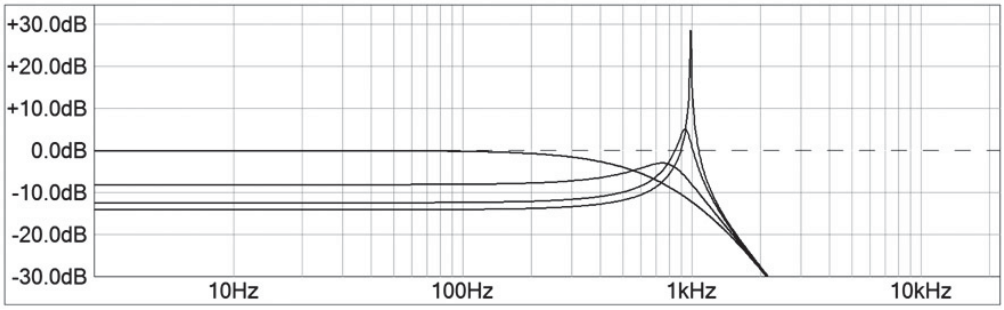

Figure 7.25: The Moog ladder filter at a variety of Q settings.
The analog filtering term “ladder filter” generally refers to a structure of passive components —resistors and/or inductors and/or capacitors—connected together with series (forward) and shunt (to ground) paths, forming a circuit that typically resembles a ladder. Robert Moog invented a filter that became known as a ladder filter; however, it appears to have gotten the name from a ladder shaped arrangement of transistors and capacitors. From this point on, referring to a ladder filter means the Moog version (as well as the diode ladder filter which follows). This filter might be the most celebrated, copied and tweaked of any designer’s filters. Several Integrated Circuit (IC) companies made variations on this circuit including the Curtis CEM3328, CEM3372 and Precision Monolithics PMI SSM2044. They optimized, modified, tweaked and extended the design. The devices were used in countless synthesizers from nearly every company in the 1970s and 1980s. A unique feature of this filter is that changes in resonance create changes in the overall filter gain; as the Q increases, the filter gain drops as shown in Figure 7.25. In addition you can see that the resonant frequency moves slightly as the Q increases. The rolloff slope is 24dB/octave as a fourth order filter.